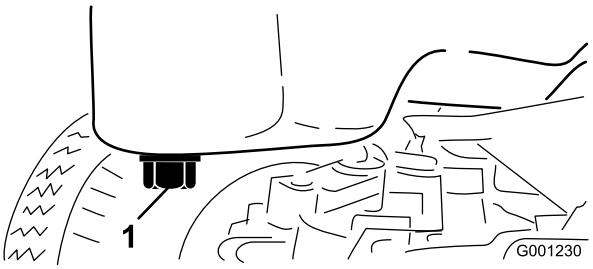

Figuur 52
3. Plaats een opvangbak onder het carter en recht onder de aftapplug (Figuur 52).